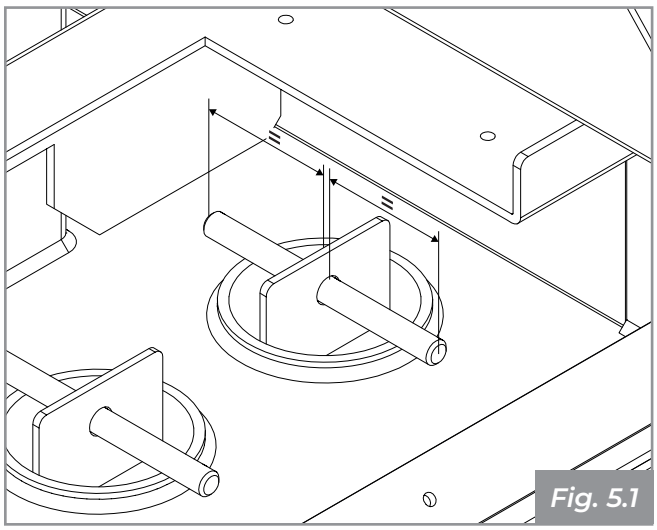

*Fig. 5.1*
- verificar el correcto posicionamiento de las clavijas en los turbuladores **(Fig. 5.1)** y de los deflectores de la repisa de humos;